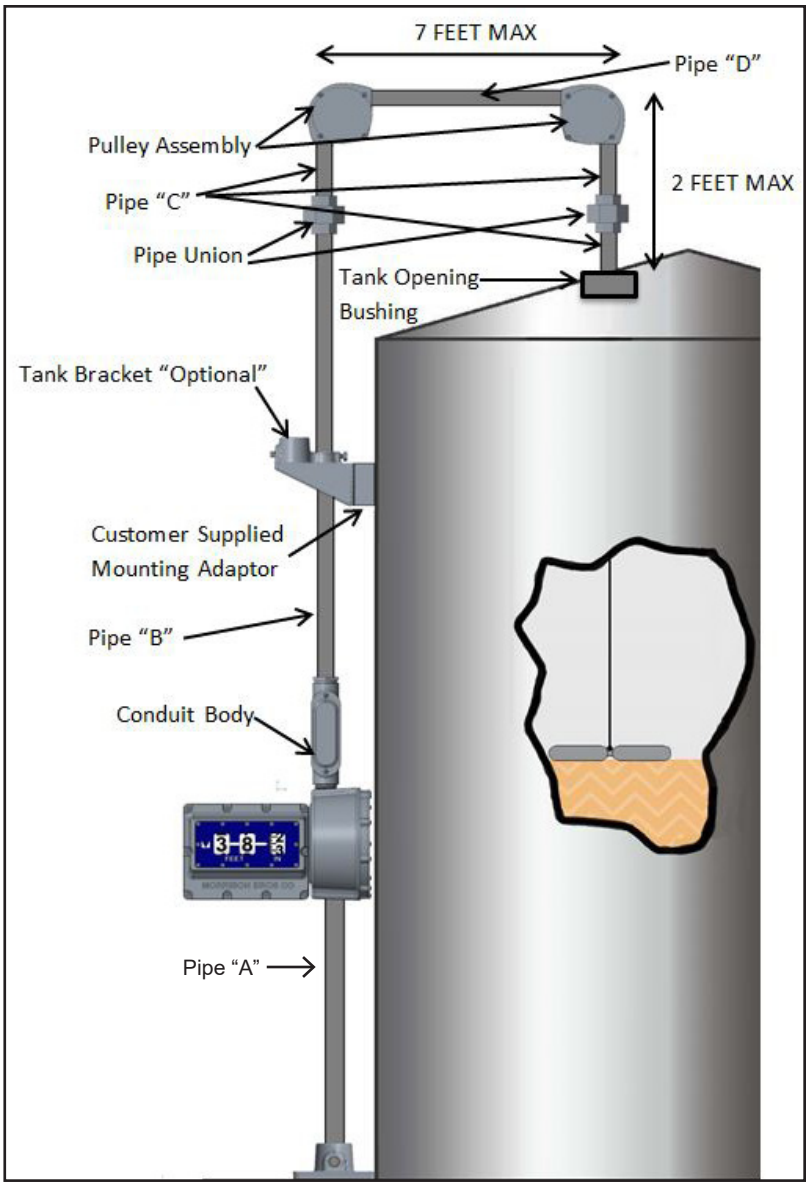

Figure 4
7. Thread Pipe “B” onto gauge (before cutting or adding to the desired length pipe “B” is to be used to determine the length of pipe “D.”) Pipe “B” will have to be long enough to be able to measure the center to center distance from Pipe “B” to tank opening. (See Figure 4.)
9. Thread a pulley assembly onto each end of pipe “D”, making sure pulley assemblies are aligned with one another (See Figure 4.)
12. Thread the last Pipe “C” onto the full pipe union. Thread tank opening bushing onto Pipe “C.” (See Figure 4.) Apply PTFE tape to the male threads on both ends of the pipe. D**O NOT use any pipe dope as this may get on the gauge cable**
15. Thread the other half of the ¾” NPT union on top of pipe “B.” Thread pipe “B” into conduit body of gauge. (See Figure 4.)